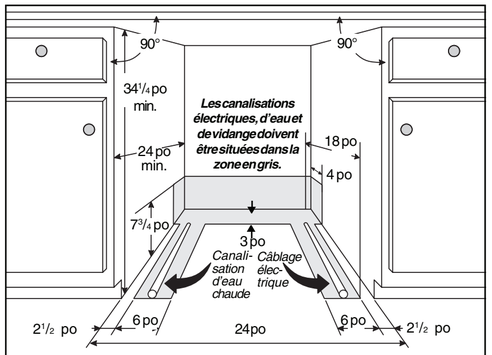

Figure 2
IMPORTANT: Le lave-vaisselle fonctionnera mieux et aura meilleure apparence si l'ouverture prévue pour la caisse comporte les dimensions indiquées à la figure 2. Si l'appareil est installé dans un coin, prévoyez un espace d'au moins 2 po sur le côté pour ouvrir la porte.
Les canalisations électriques, d'eau et de vidange doivent être situées dans la zone en gris de la figure 2.
2. Tous les raccordements doivent être faits dans la zone en gris de la **figure 2.**
3. Découpez le trou de passage dans la zone en gris de la **figure 2**.
4. Découpez le trou de passage dans la zone en gris de la **figure 2**.
5. ***Avant de découper*** le trou de passage du tuyau de vidange, vérifiez les deux côtés de la zone choisie pour éviter toute interférence. Découpez un trou de 2 po dans la zone en gris indiquée à la **figure 2**.